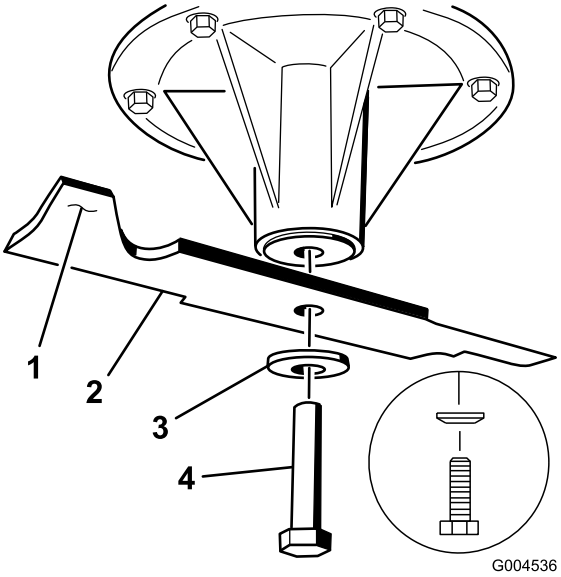

Figur 102
1. Monter kniven på spindelakselen (Figur 102).
2. Monter fjærskiven og knivbolten. Fjærskivekonusen må monteres mot bolthodet (Figur 102). Knivbolten trekkes til med et moment på115–150 N·m.